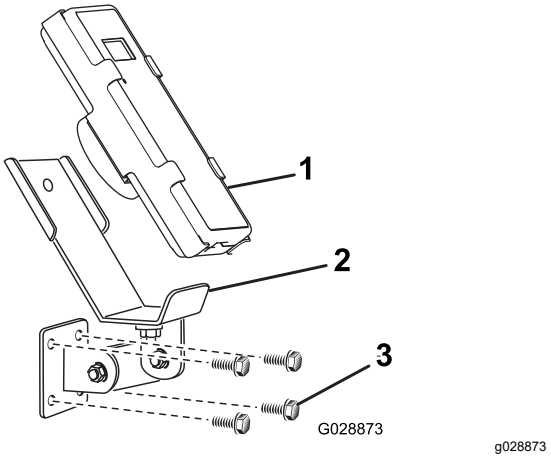
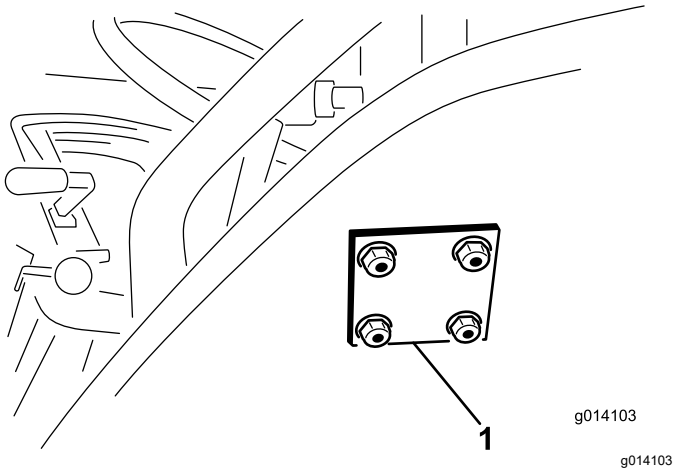

Figur 10
Figur 11
3. Fest monteringsbraketten og bakplaten med fire flenshodebolter (5/16 x 1½ tommer) og flenslåsemuttre (Figur 10 og Figur 11).